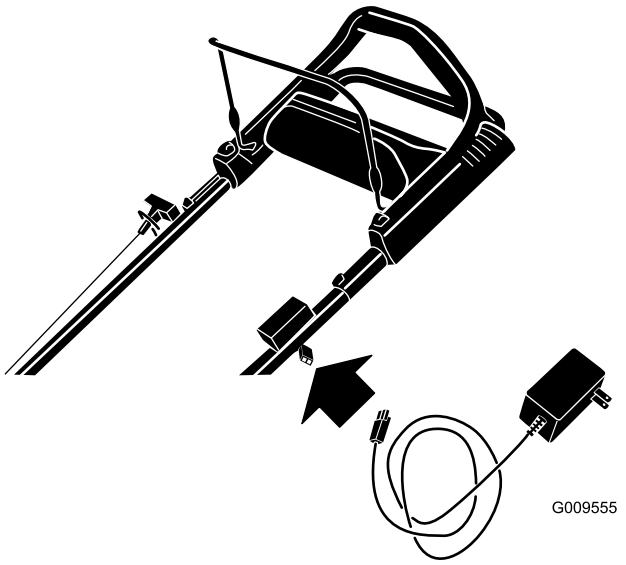

Bild 23
1. Schließen Sie das Ladegerät an den Kabelbaum an, der sich unter dem Zündschloss befindet (Bild 23).